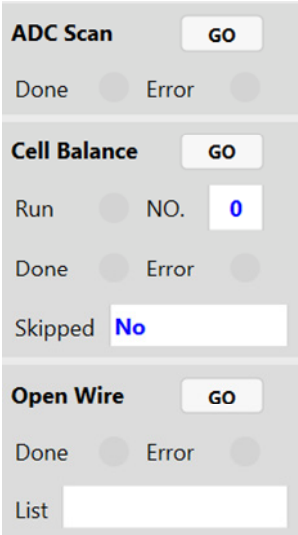

Figure 37: ADC, Cell Balance, Open-Wire Control and Monitor
6. Configure the ADC, cell balance, and open-wire control parameters (see Figure 37).